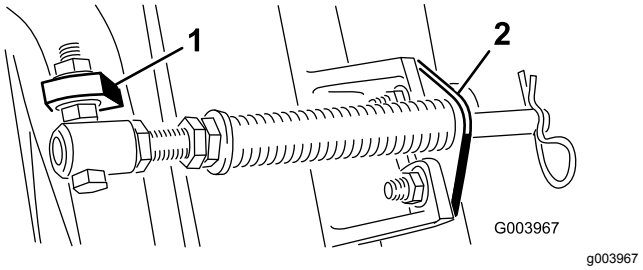

Figur 6
Merk: Still bolthodet på utsiden av tappen, som vist i Figur 6.
D. Monter de to stangbrakettene til klippeenhetstappene med låseskruene og mutterne (Figur 6).